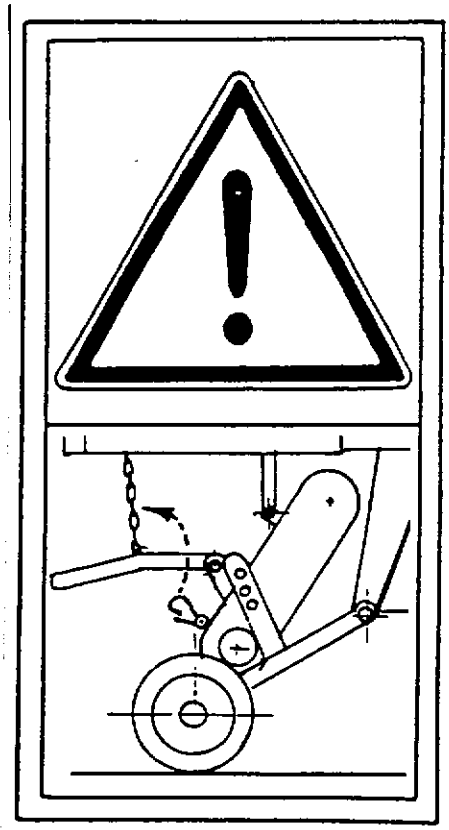

Fig.11
16. Die Pick-up muß im Straßenverkehr gegen unbeabsichtigtes Absenken durch einen Karabinerhaken gesichert werden , siehe Abb.11.